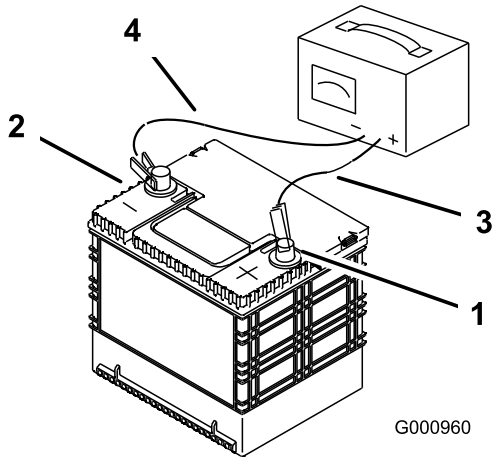

Figuur 60
2. Zodra de accu volledig is opgeladen, haalt u de acculader uit het stopcontact en maakt u vervolgens de oplaadkabels los van de accuklemmen (Figuur 60).